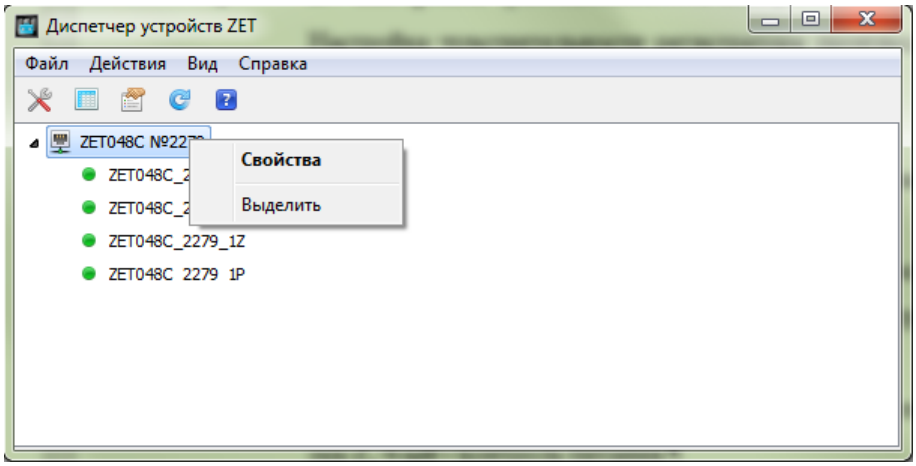

Рис. 2.7 Программа «Диспетчер устройств»
2. На панели ZETLAB в меню «СЕРВИСНЫЕ» выбрать программу «Диспетчер устройств». Щелчком правой кнопки мыши по наименованию регистратора вызвать контекстное меню и зайти в меню «Свойства» (*Рис. 2.7*).